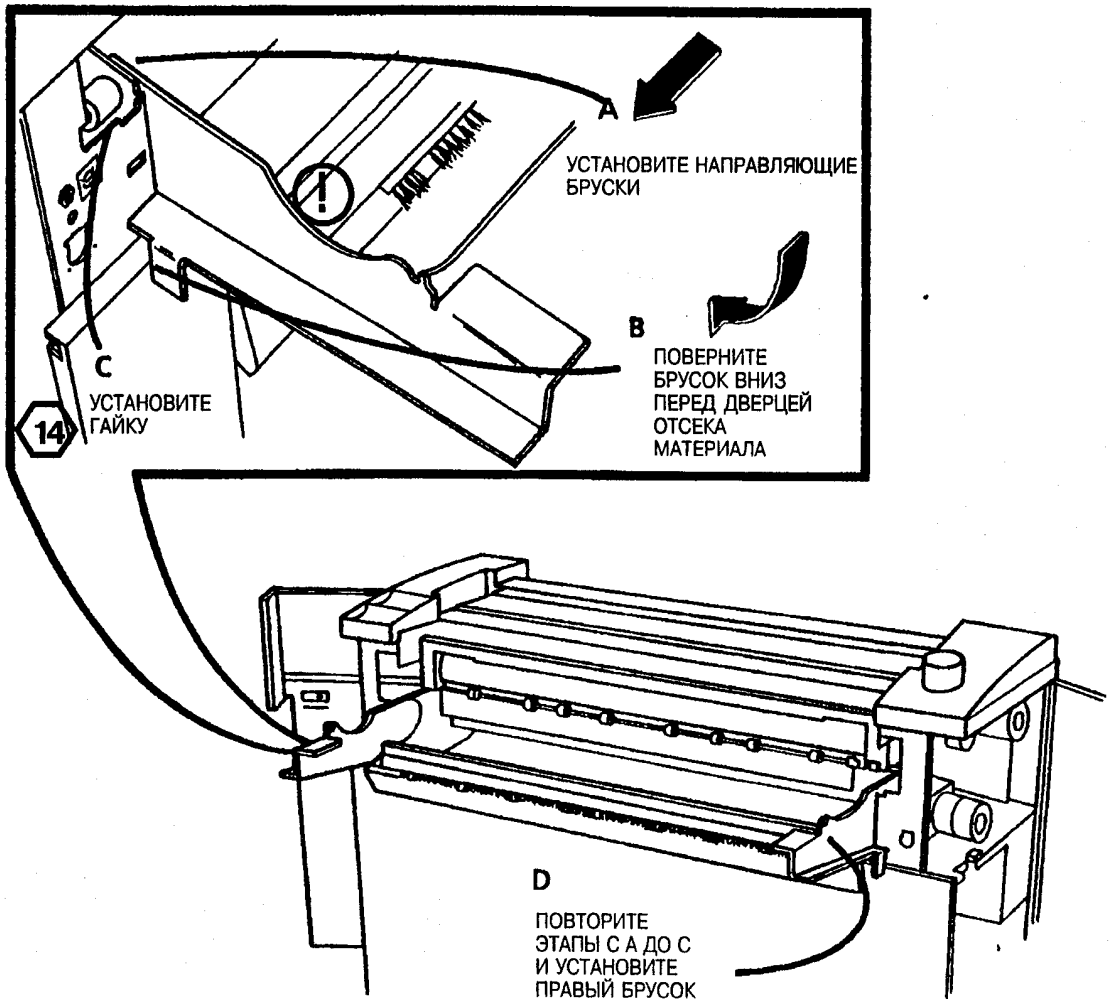

Рис. 20. Установите направляющие бруски
21. (Рис. 20): Установите направляющие бруски.